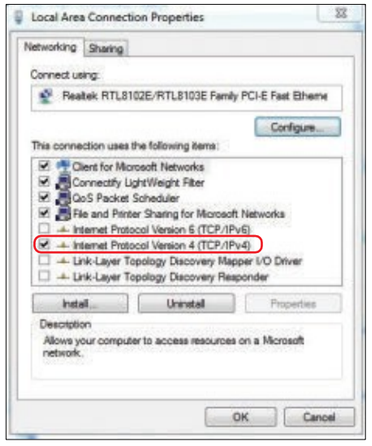

Fig. 6.3
(2) Click “Properties” to enter “Local Area Connection Properties” (See Fig. 6.3).